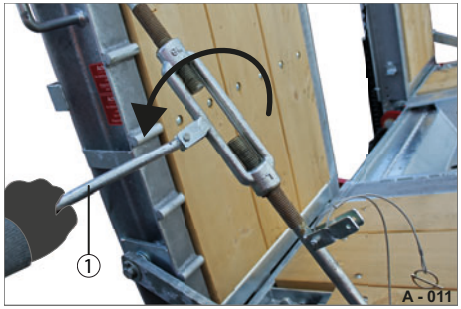

Abb. 10 Spannschloss spannen
▶ Drehen Sie den Spannhebel (Abb. 10/1) in Uhrzeigersinn, bis der Gegenhalter am Anschlag anstößt bzw. die Auffahrrampen am Auffahr-Abdeckblech anstoßen.